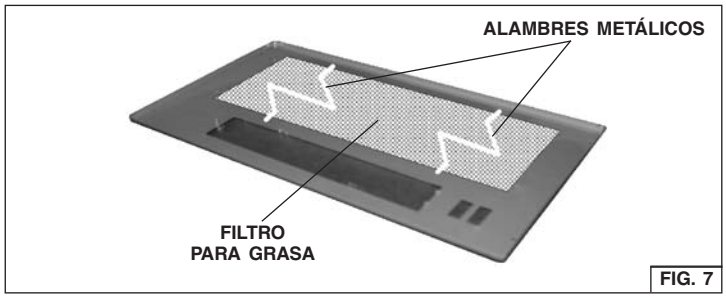

FIG. 7
1. Retire los cables metálicos (Fig. 7) y deséchelos.